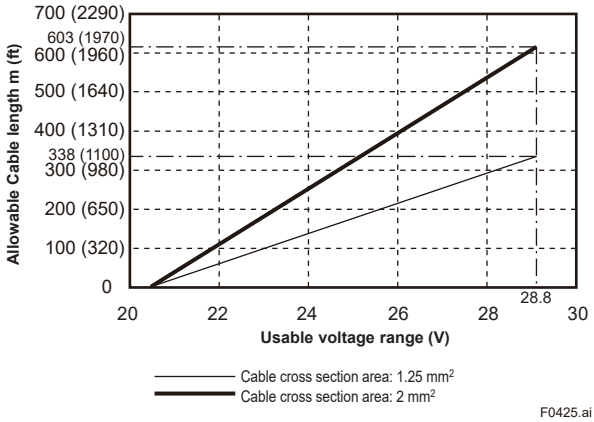

Figure 4.4.2 Supply Voltage and Power Supply Cable Length (Integral Flowmeter and AXG4A Remote Transmitter)
- For the 24 V power supply version (power supply code -2), the specification of 24 V (–15% to +20%) is the supply voltage between the terminals on the transmitter. Because of voltage drop by cable resisitance, the supply voltage must be applied within the range of Figure 4.4.2.